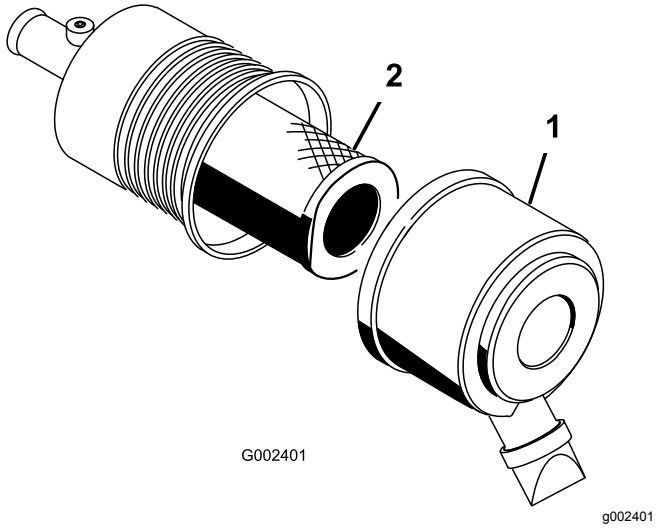

Rysunek 33
1. Zwolnij zatrzaski znajdujące się na filtrze powietrza i zdejmij pokrywę filtra powietrza z obudowy filtra (Rysunek 33).
3. Delikatnie wysuń filtr powietrza z obudowy (Rysunek 33).
5. Ostrożnie nasuń filtr na rurę korpusu (Rysunek 33).
6. Załóż pokrywę filtra powietrza bokiem do góry i zabezpiecz zatrzaskami (Rysunek 33).